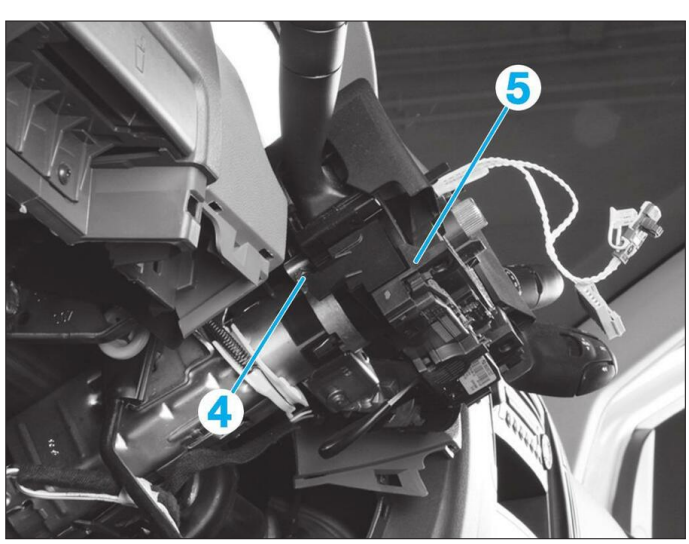

**Fig. 3**
• Desserrer le collier de serrage (4) du bloc commande (5) sur la colonne de direction **(Fig.3)**.